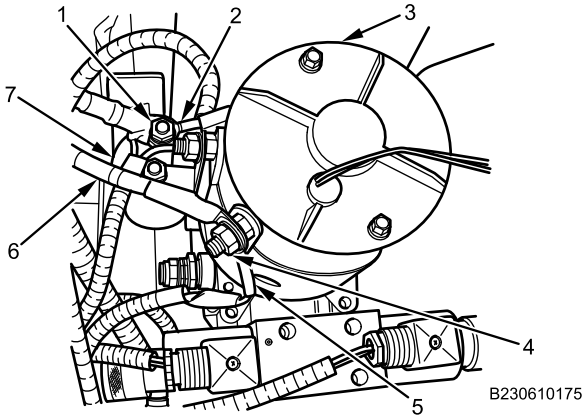

Figure 6. Rear Door/Ramp Battery Connection.
4. Install solenoid battery wire (Figure 6, Item 2), new lockwasher, and nut (Figure 6, Item 1) to solenoid (Figure 6, Item 7). Tighten nut securely.
5. Install ground wire (Figure 6, Item 5), ground cable (Figure 6, Item 6), new lockwasher, and nut (Figure 6, Item 4) on motor (Figure 6, Item 3). Tighten nut securely.